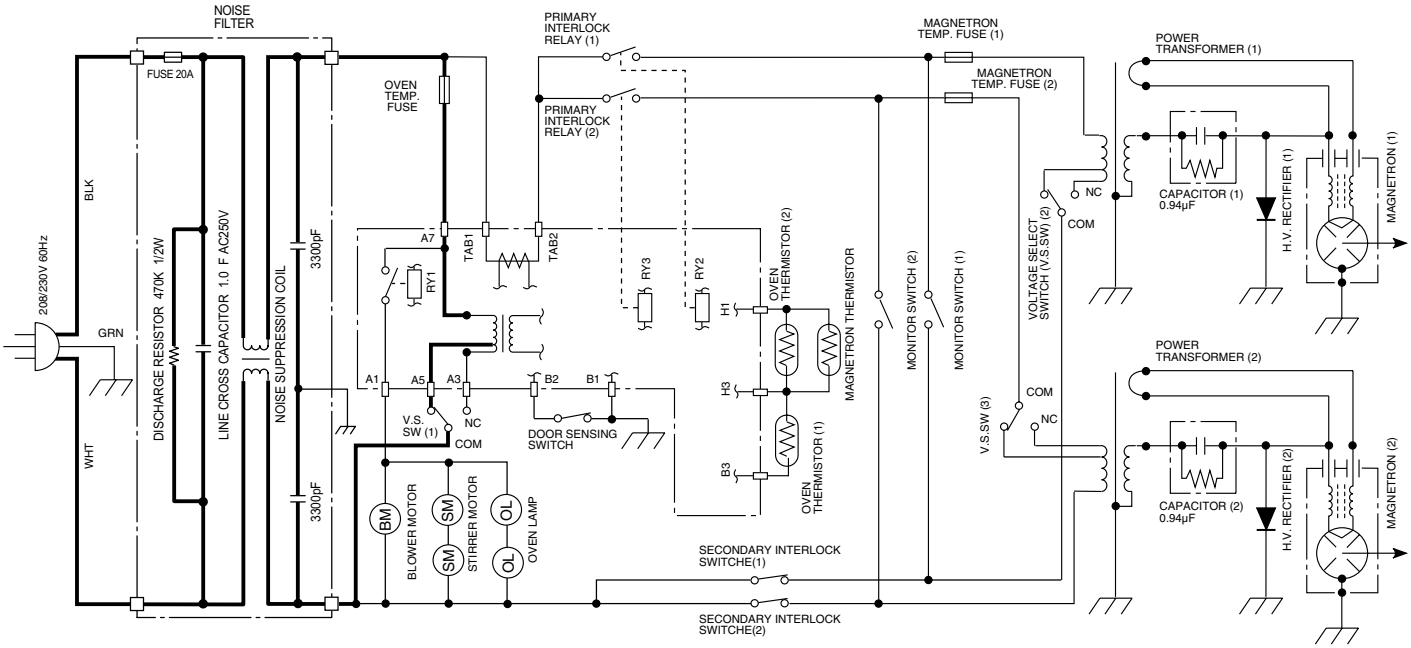

Figure O-1. Oven Schematic-OFF Condition (208 V Condition)
Closing the door activates the door sensing switch and secondary interlock switches (1), (2). (In this condition, the monitor switches (1) & (2) contacts are opened.) When the oven is plugged in, and the rated voltage is supplied to the control unit through the noise filter, (figure O-1), the display will show " . ".